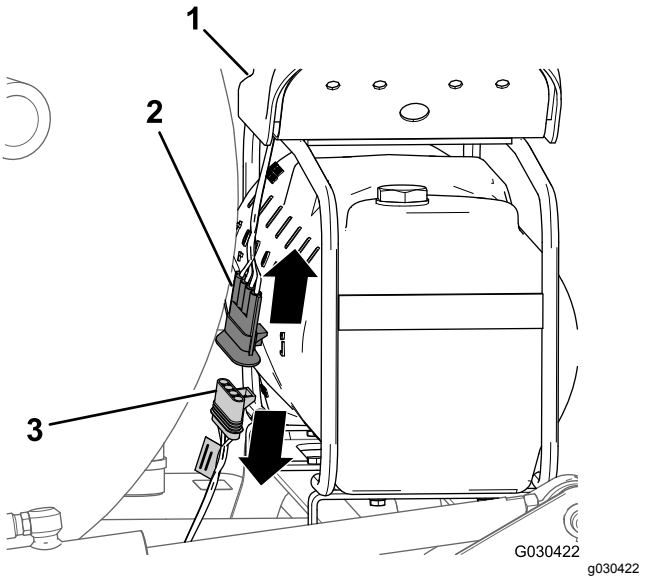

Figur 11
1. Bak på skummarkørtanken, finn ledningssatsen ved kompressoren (Figur 11).
2. Koble kontakten med fire pinner i kompressorledningssatsen fra kontakten med fire sokler i maskinens bakre ledningssats (Figur 11).